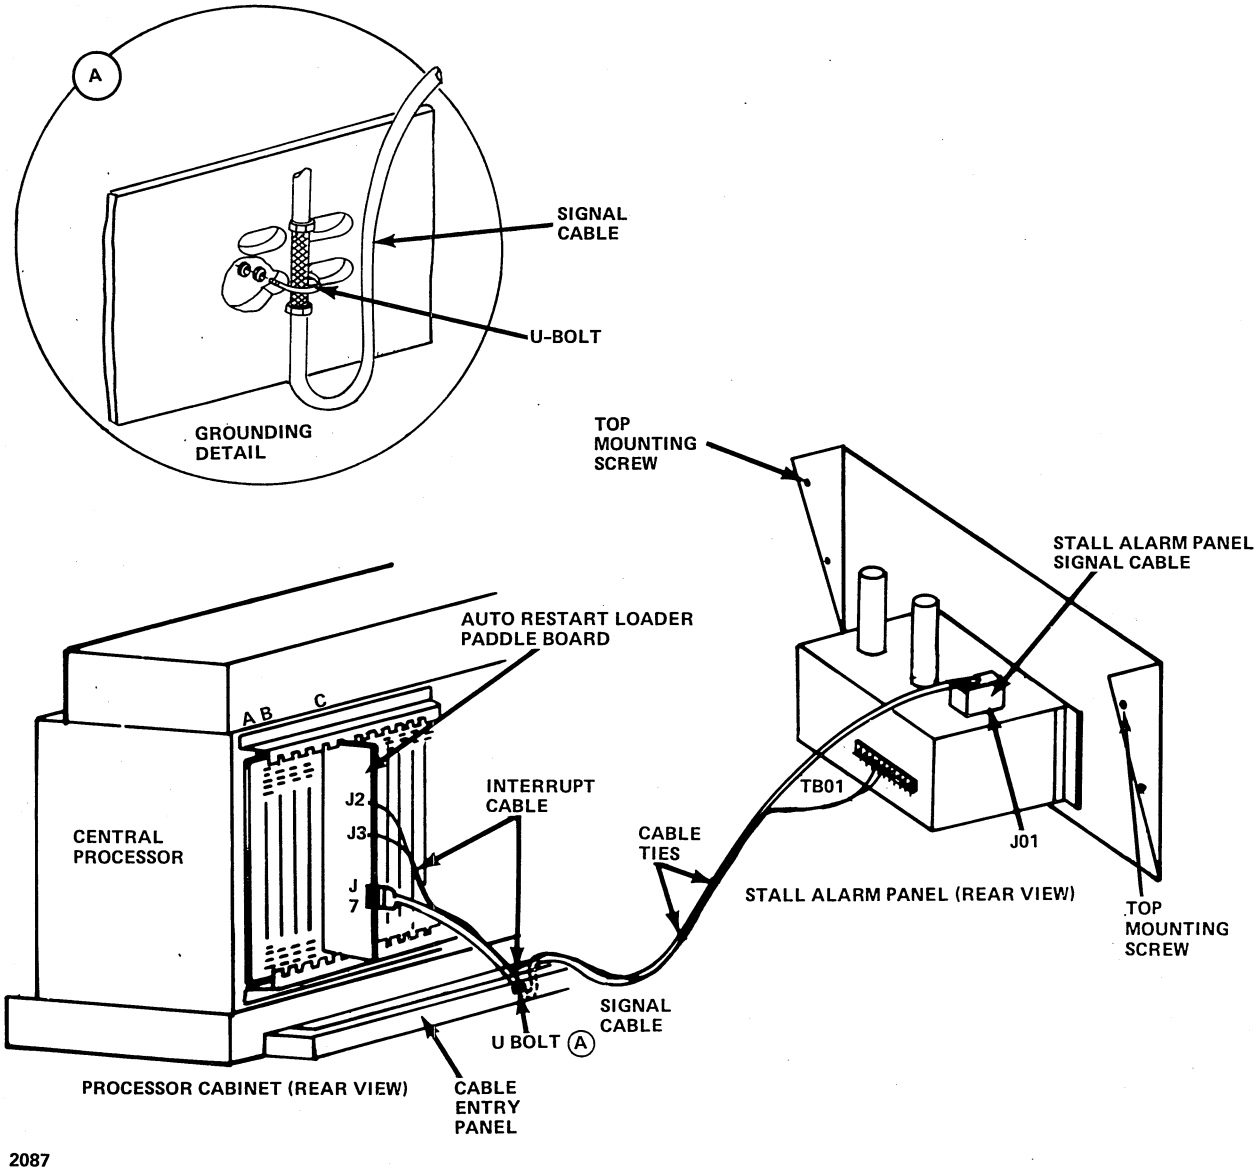
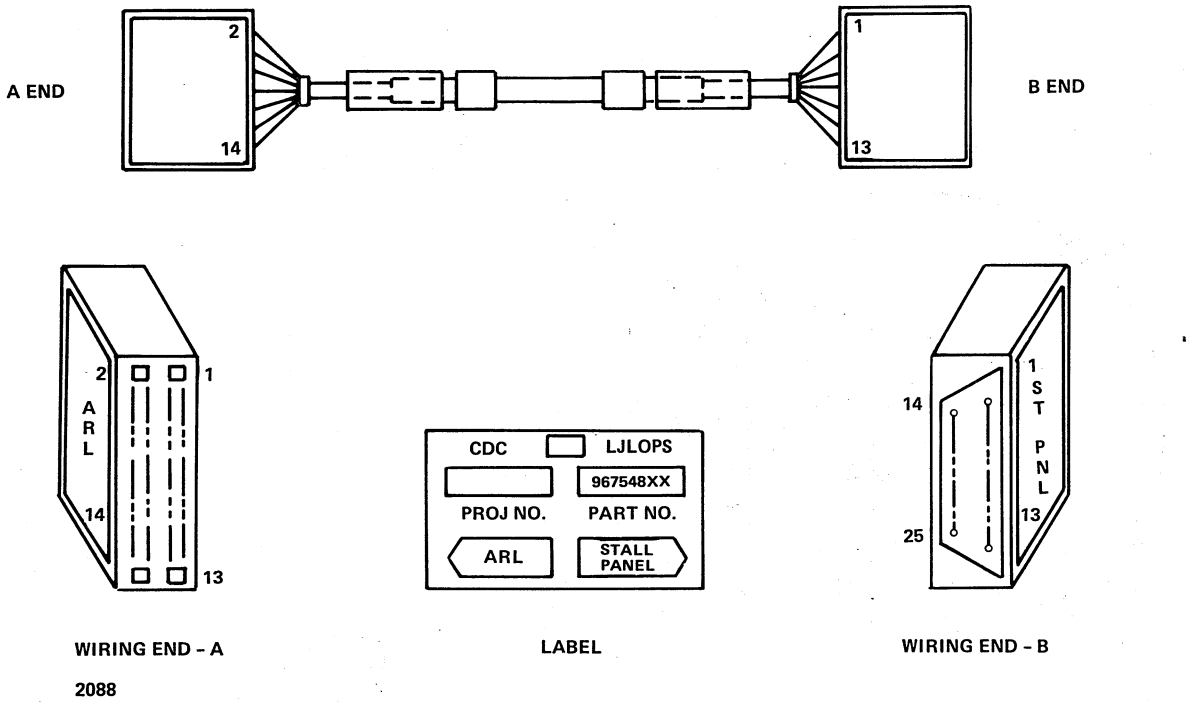

Figure 30-5. Auto Restart Loader and Stall Alarm Panel Signal Cabling
Figure 30-6. Stall Alarm Panel Signal Cable
The stall alarm panel is bracket-mounted in the cassette drive cavity position of the processor cabinet. Connection of the stall alarm panel (figure 30-5) to the auto restart loader paddle board is via one signal cable (figure 30-6) supplied with the panel. Connection between the stall alarm panel and external devices is via a terminal block on the rear of the stall alarm panel. Table 30-7 lists the connection available for external equipment to interface with the stall alarm panel.
5. Connect the stall alarm panel signal cable assembly (figure 30-6) A end to J7 of the auto restart loader paddle board, as shown in figure 30-5.
6. Route the signal cable into, and back out of, the cable entry panel (figure 30-5), forming a loop with the box. Using one of the cable entry panel U-bolts, ground the cable. More than one cable may be grounded by a single U-bolt. Continue to route the cable through the cabinet interior up the right side (as viewed from the front) of the front panel to the stall alarm.
Route the interrupt cable the same as the stall alarm panel cable. Access to TB01 (figure 30-5) is obtained by removing the two top-mounting screws of the stall alarm panel, and tilting the panel forward.
9. As shown in figure 30-5 and 30-6, secure the stall alarm signal and interrupt cables to the cabinet with two cable ties.
3. All signal cable shield braids must be grounded at the processor cable entry panel using U-bolts or as shown in the grounding detail of figure 30-5.